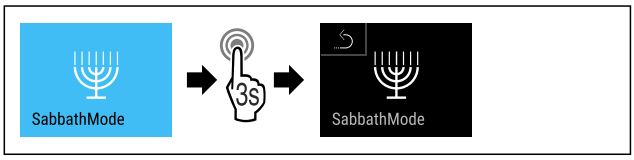

Fig. 11
▶ Suivre les étapes (voir Fig. 11) .